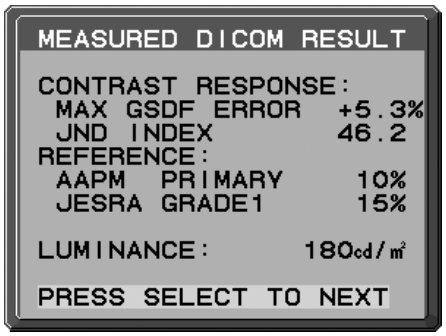

Figure D.2
4. Le message RESULTAT MESURE DICOM s'affiche **(Figure D.2)**. Vous pouvez définir la DATE et l'HEURE grâce aux touches de commande. Appuyez ensuite sur SELECT.